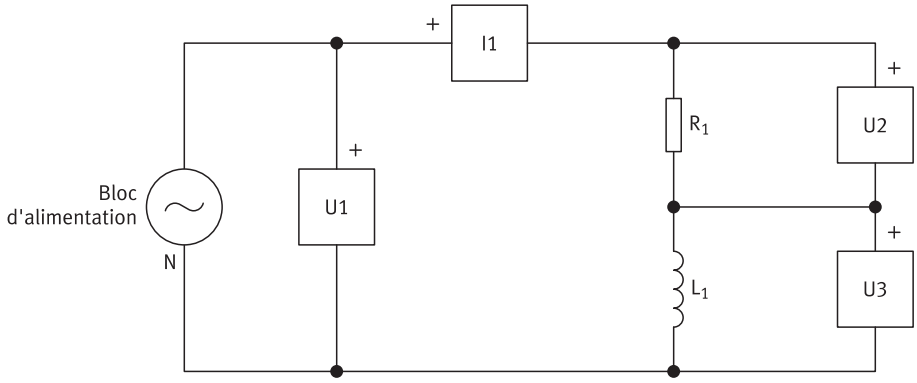

Figure 18 : Circuit résistif-inductif simple.
2. Sur le module Charge résistive, réglez la résistance R_1 à la valeur indiquée dans la figure 18. Ce faisant, observez que les valeurs dans le Tableau de données des phaseurs changent en conséquence pour refléter le changement de l'impédance du circuit.